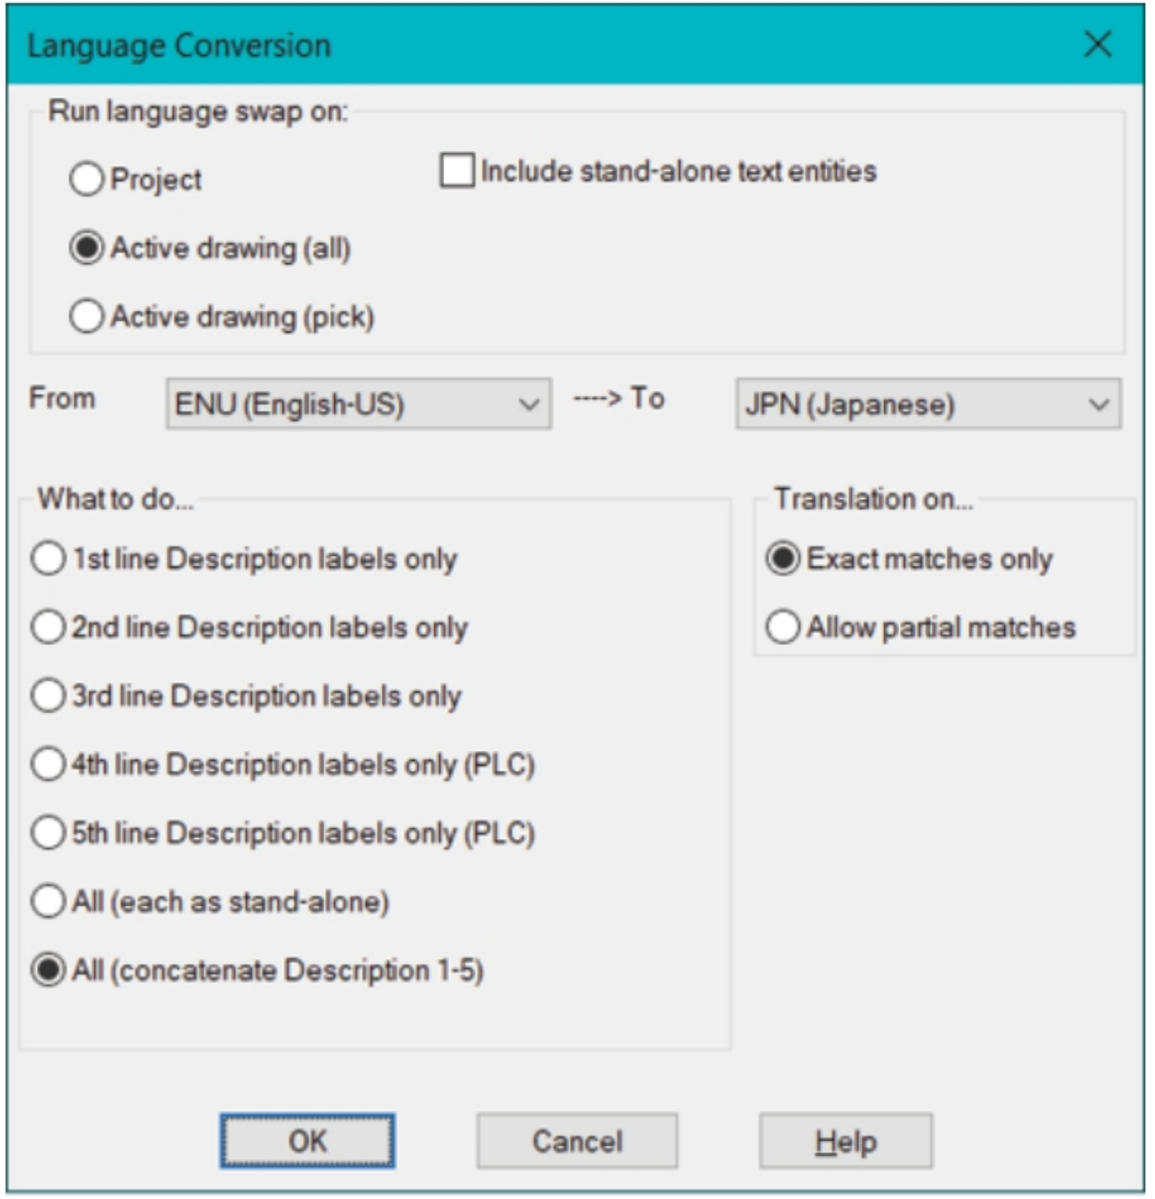

Figure-73. Language Conversion dialog box
- Click on the **Language Conversion** tool from the **Other Tools** panel in the **Project** tab of **Ribbon**. The **Language Conversion** dialog box will be displayed; refer to Figure-73.